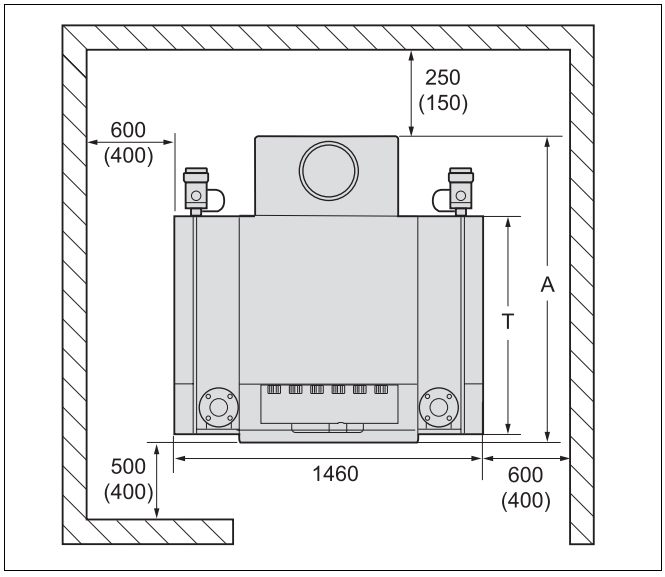

Rys. 3 Kotłownia z kotłem grzewczym (wymiary w mm)
- Ustawiając kocioł grzewczy, należy zachować podane odstępy minimalne (wartości w nawiasach). Zachowanie zalecanych odstępów od ścian usprawnia montaż oraz prace konserwacyjne i serwisowe (rys. 3).